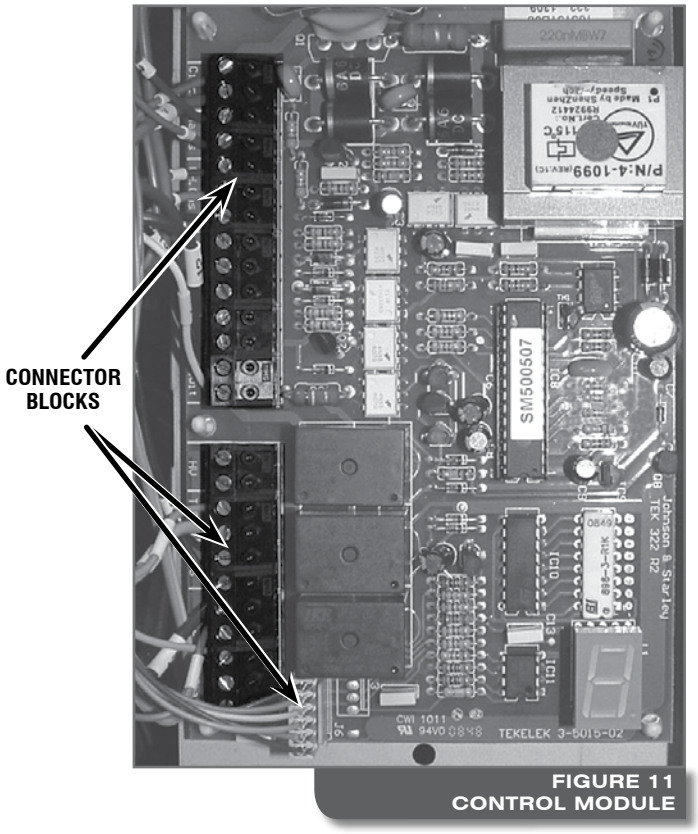

FIGURE 11
15.6.5 Carefully disconnect the module by lifting the connecting blocks off the circuit board (see Figure 11)